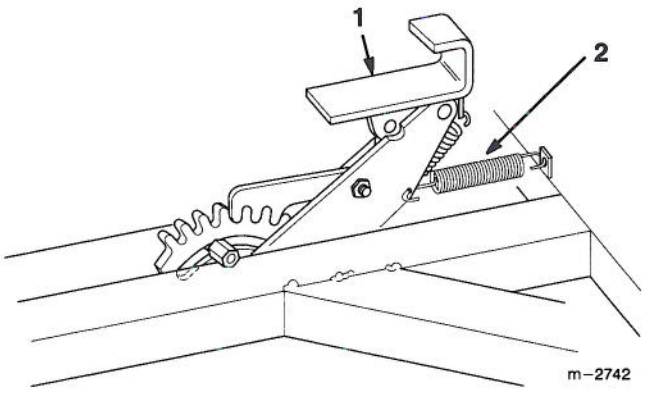

Figure 6
5. Push attachment lift pedal all the way down, remove pedal spring and move foot pedal all the way back (Fig. 6).
7. Push attachment lift pedal all the way down and instal pedal spring (Fig. 6).